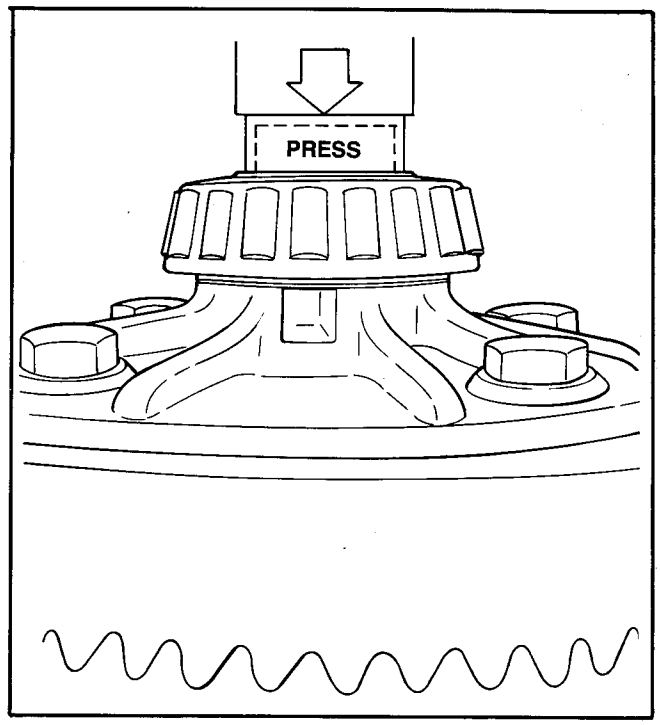

Figure 31 – Pressing on Differential Bearings
e. When pressing on new differential bearings (8 or 3), original shims (11) may be reused in their original location if they were not damaged during disassembly. If new shims are used, be sure they are the same thickness as originals. Press on inner race of bearing only, Figure 31.